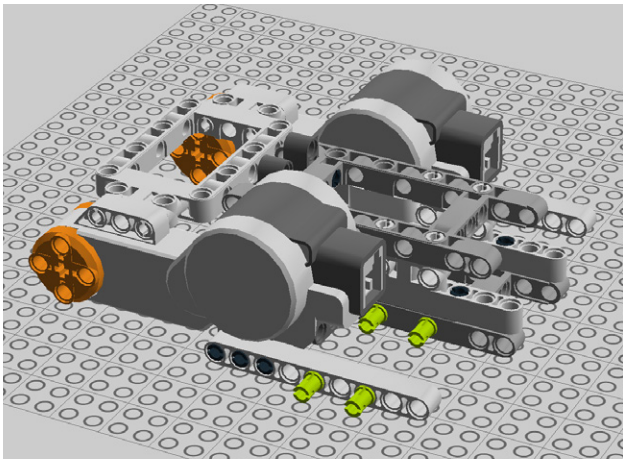

Figure 7-36. *Step 29: Adding yet more pegs*
29. Add four pegs as you see in Figure 7-36.